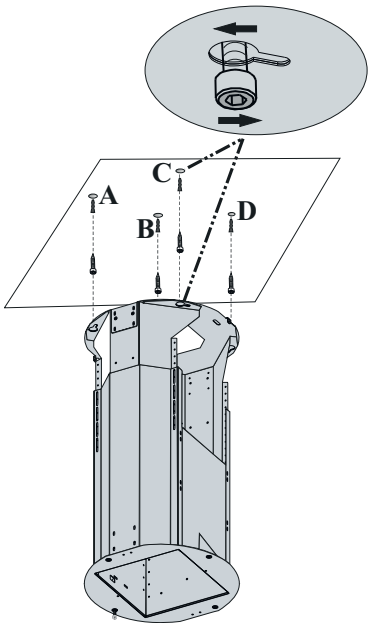

*Fig. 14*
- Martelar as buchas de plástico Ø10 mm de diâmetro nos orifícios que perfurou para instalação do produto (Fig. 14).
- Aparafusar os parafusos 5.5 x 60 ysb nas buchas de plástico que martelou anteriormente de modo a que fique um espaço de 5 mm entre a cabeça do parafuso e a parede (Fig. 14).
- Deslizar os orifícios no bloco do motor que parecem buracos de fechadura nos parafusos 5.5x60 ysb que aparafusou na parede e rodar o bloco do motor no sentido horário (Fig. 14).
- Depois de instalar os canais do parafuso no bloco do motor nos parafusos de instalação, apertar os parafusos e fixar o bloco do motor (Fig. 14).